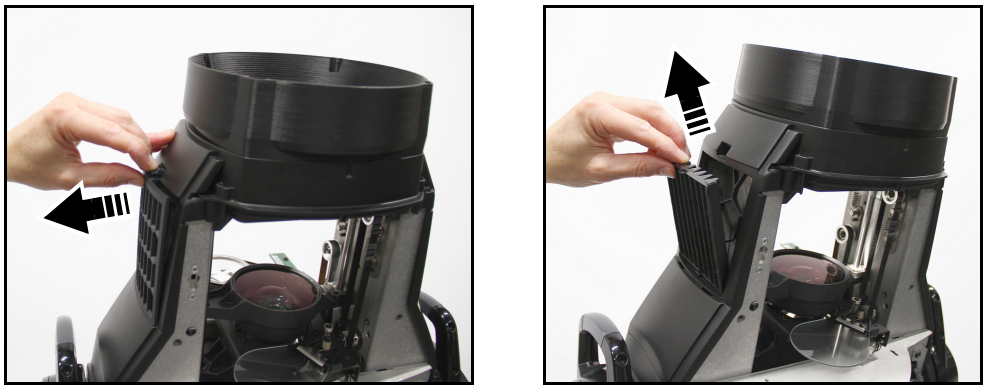

Figure 11: Dépose des filtres à air
3. Voir Figure 11 (l'opération est illustrée avec un MAC Ultra Performance). Déclipsez les deux capots des filtres à air et déposez-les.